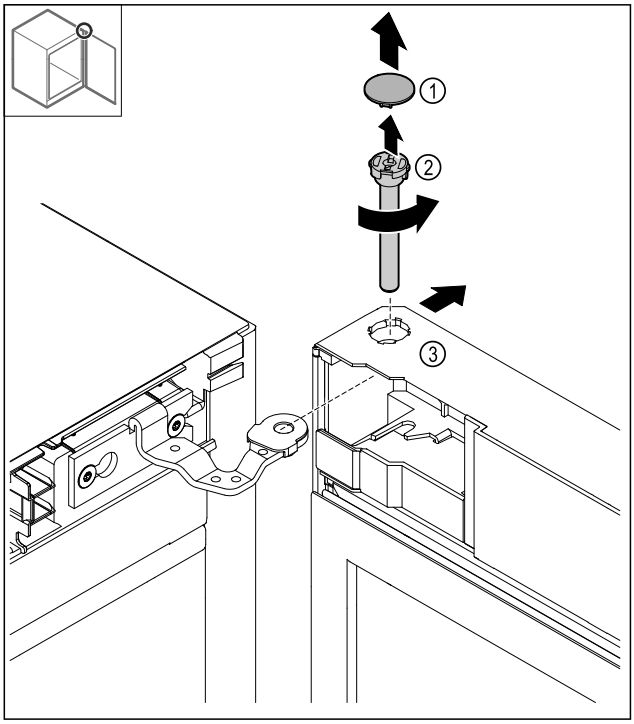

Fig. 14
▶ Afdekking *Fig. 14 (1)* wegnemen.
▶ Bouten *Fig. 14 (2)* linksom losdraaien en er uit trekken.
▶ Deur *Fig. 14 (3)* iets kantelen.